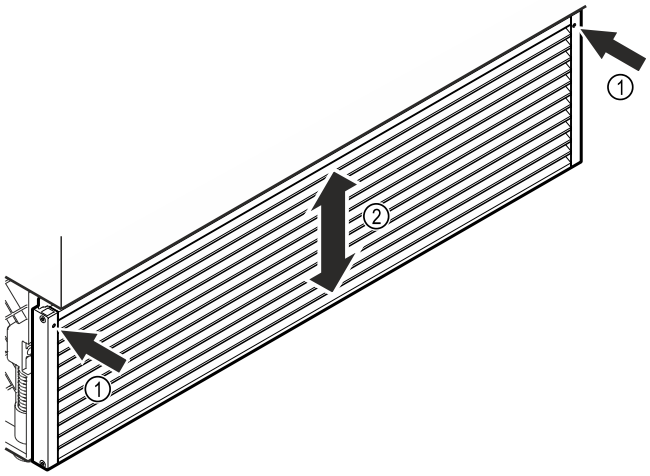

Fig. 30
▶ Desserrer les tiges filetées situées à l'avant de la grille de ventilation. *Fig. 30 (1)*
▶ Régler la grille de ventilation à la hauteur souhaitée. *Fig. 30 (2)*